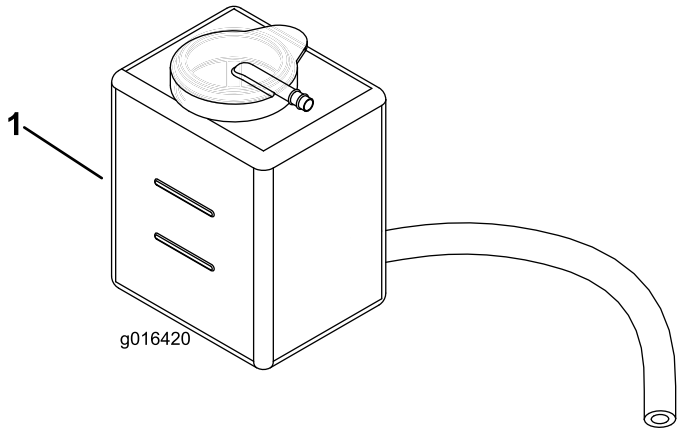

Figuur 25
2. Controleer het koelvloeistofpeil (Figuur 25). Het peil moet tussen de lijnen op de reservetank staan als de motor koud is.